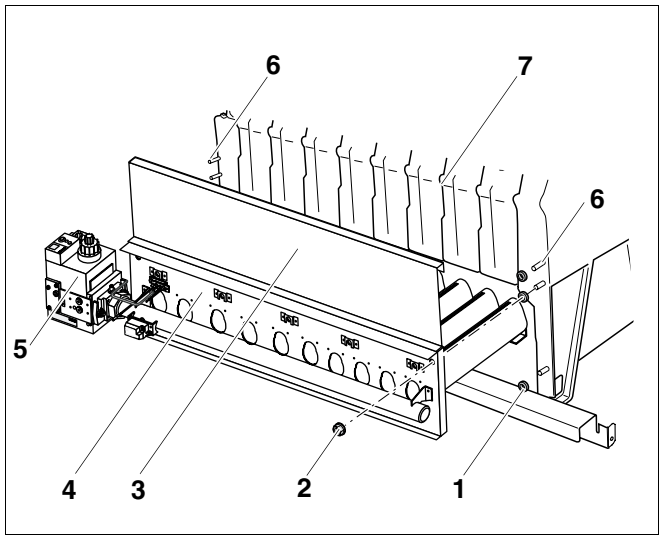

Рис. 41 Установка газовой горелки
- Надеть распорки (рис. 41, **поз. 1**) на шпильки (рис. 41, **поз. 6**) котла.
- Навесить крышку для чистки (рис. 41, **поз. 3**) над щитком горелки (рис. 41, **поз. 4**) на литые перегородки (рис. 41, **поз. 7**) котлового блока.
- Задвинуть газовую горелку в топочную камеру (рис. 41). Газовая арматура (рис. 41, **поз. 5**) должна находиться на задней стороне котла.
- Закрепить горелку (рис. 41) на шпильках (рис. 41, **поз. 6**) гайками с напрессованными шайбами (рис. 41, **поз. 2**).